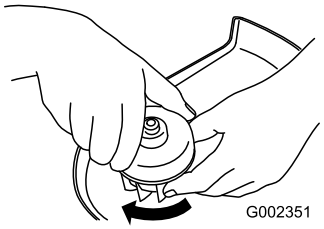

Figura 17
3. Coloque la tapa firmemente girándola en el sentido de las agujas del reloj (Figura 17).